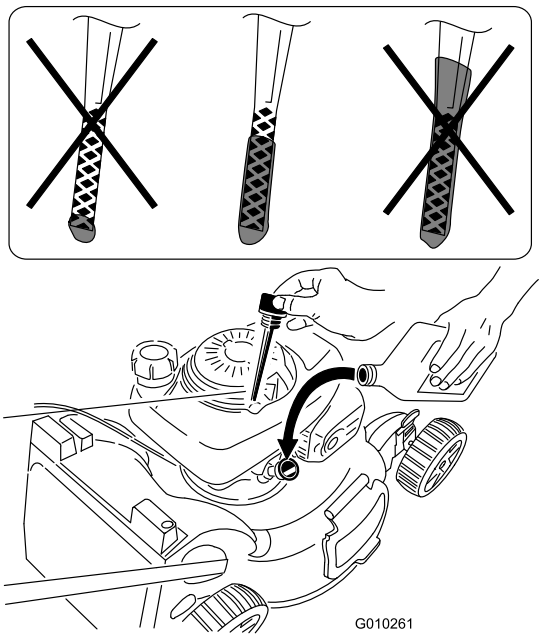

Figur 40
4. Hell olje **sakte** i oljepåfyllingsrøret, og kontroller nivået med jevne mellomrom med peilestaven til den indikerer at motoren er full som illustrert i Figur 40. **Fyll ikke på for mye.** (Maks. påfyll: 0,55 l, type: rensende SAE 30-olje med API-serviceklassifisering SH, SJ, SL eller høyere.)